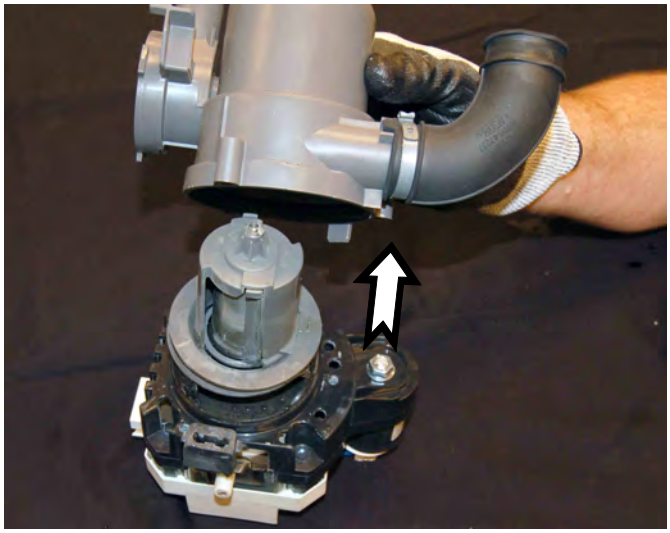

Figure 8
9. Remove pump housing from motor assembly (see Figure 8).